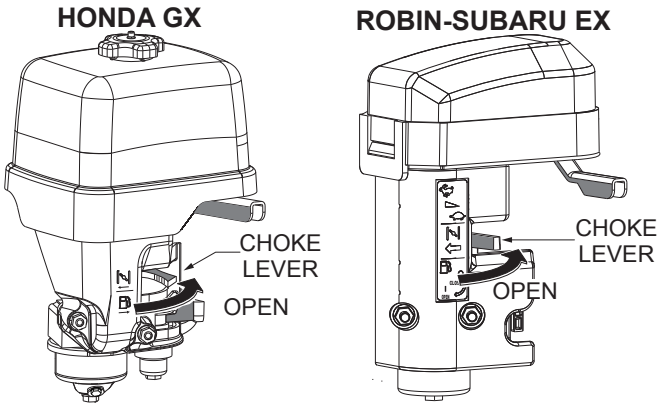

Figure 36. Choke Lever (Open)
5. If starting a warm engine, place the choke lever in the **OPEN** position (Figure 36).